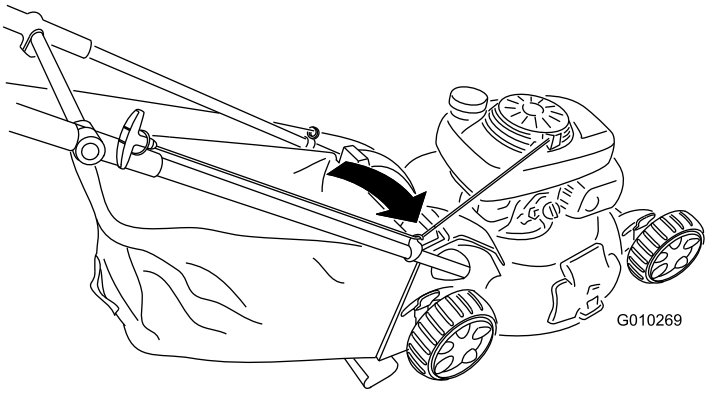

**Figur 30**
1. Før startsnoren rundt om det nedre snorestyr (Figur 30).